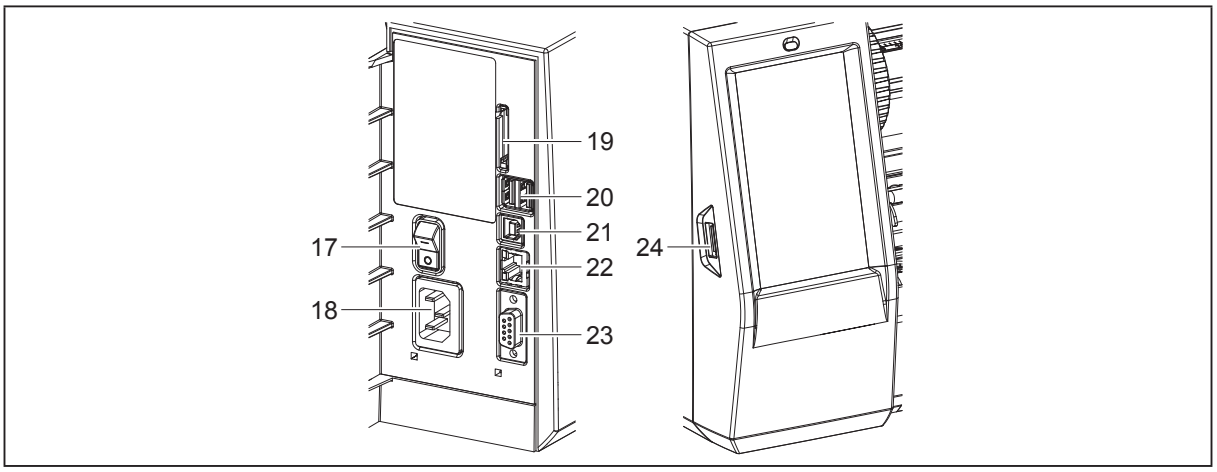

Abbildung 3 Anschlüsse
Die serienmäßig vorhandenen Schnittstellen und Anschlüsse sind in „Abbildung 3 Anschlüsse“ auf Seite 10 dargestellt.
- ▶ Netzkabel in Netzanschluss („Abbildung 3 Anschlüsse“ auf Seite 10) stecken.
- Drucker am Netzschalter („Abbildung 3 Anschlüsse“ auf Seite 10) einschalten.